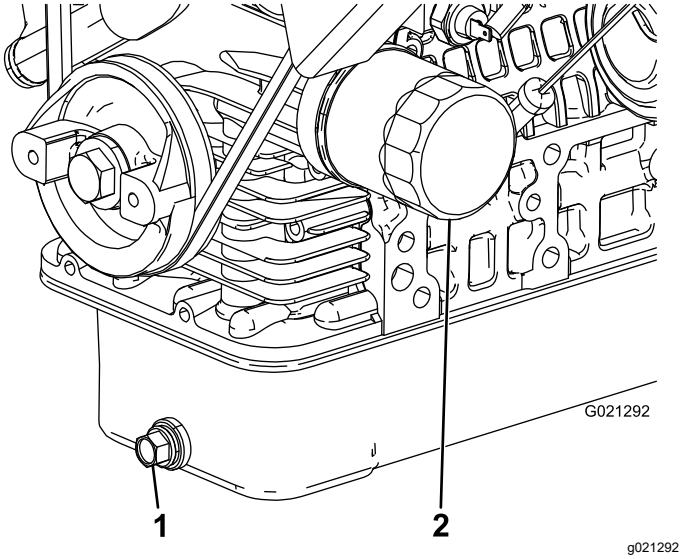

**Figur 45**
2. Ta bort avtappningspluggen och låt oljan rinna ner i ett avtappningskärl (Figur 45).
4. Avlägsna oljefiltret (Figur 45).